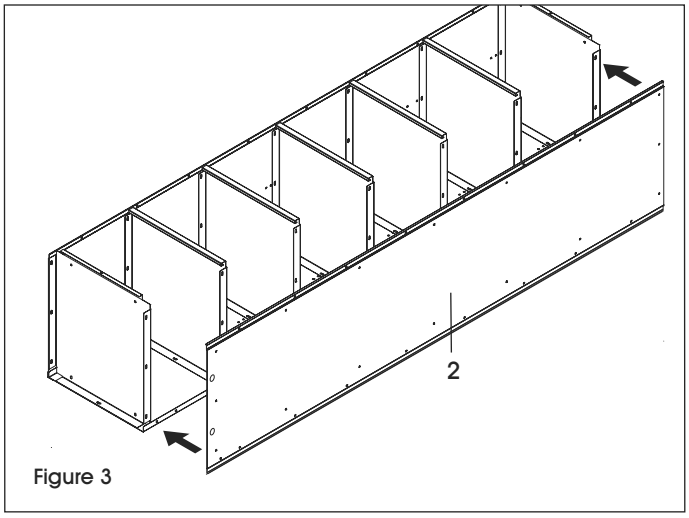

Figure 3
4. Boulonnez le panneau latéral droit (2) au panneau arrière (1). Fixez le panneau latéral droit au haut, au bas et aux tablettes. (Voir Figure 3)